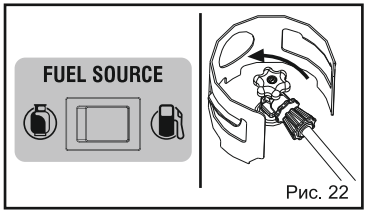

Рис. 22
3. Поверніть перемикач FUEL SOURCE у положення LPG (газ). Поверніть клапан LPG, щоб відкрити подачу газу.(Рис. 22)